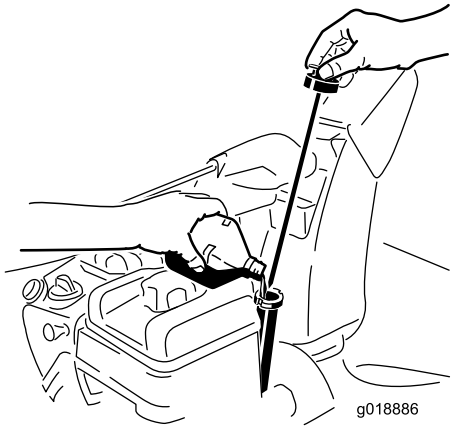

Bild 13
1. Nehmen Sie den Peilstab heraus und füllen Sie das Öl **langsam** in den Einfüllstutzen ein, um den Ölstand auf die Vollmarke am Peilstab anzuheben. **Überfüllen Sie nicht** (Bild 13). Siehe Prüfen des Motorölstands“ unter Wartung“.